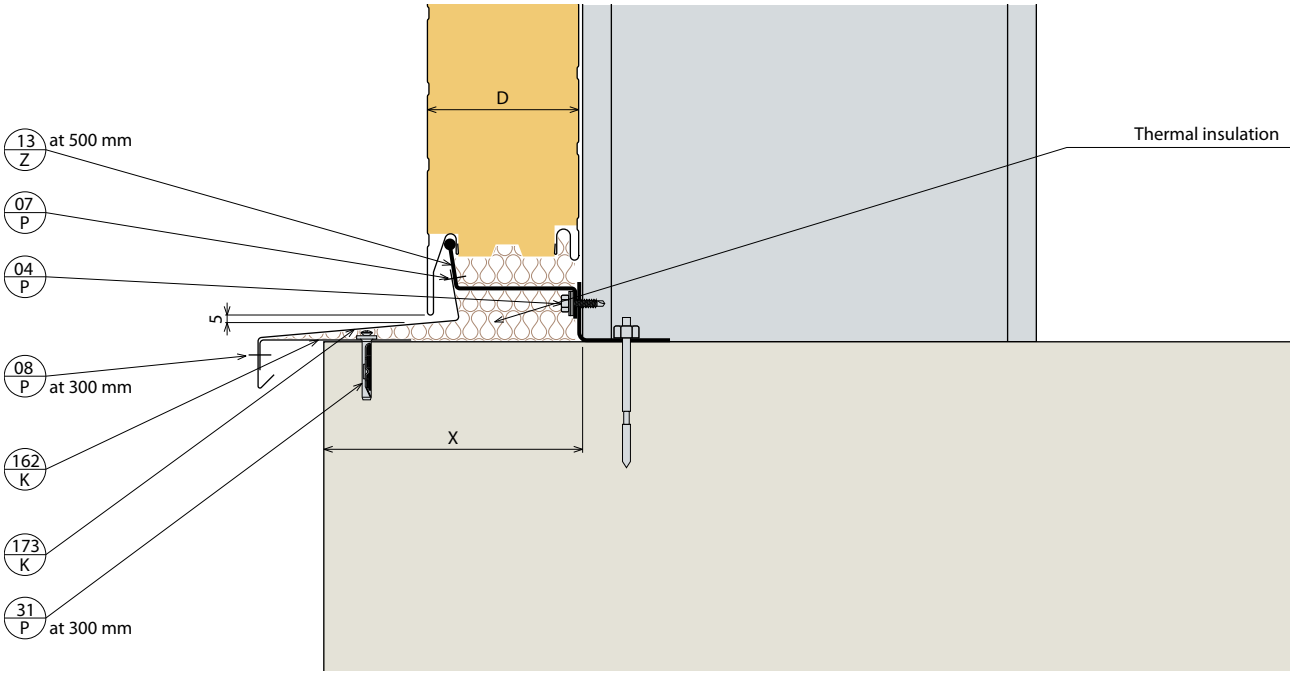

Fig. 55.: Detail D30.11. – Horizontally laid RH/FH panel on a plinth
- We recommend that the bottom horizontally-laid panels be fastened onto a plinth profile (Z 13) that is attached to a concrete curb by every 500 mm or so. (see Fig. 55 and 56).